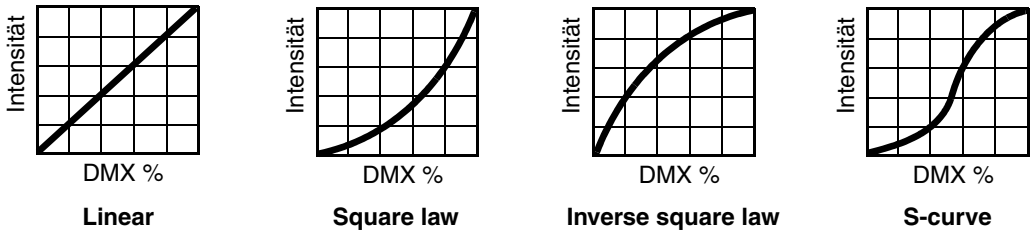

Bild 6: Dimmkurven
- **DIMMER CURVE** stellt vier Dimmkurven zur Verfügung (siehe Bild 6):